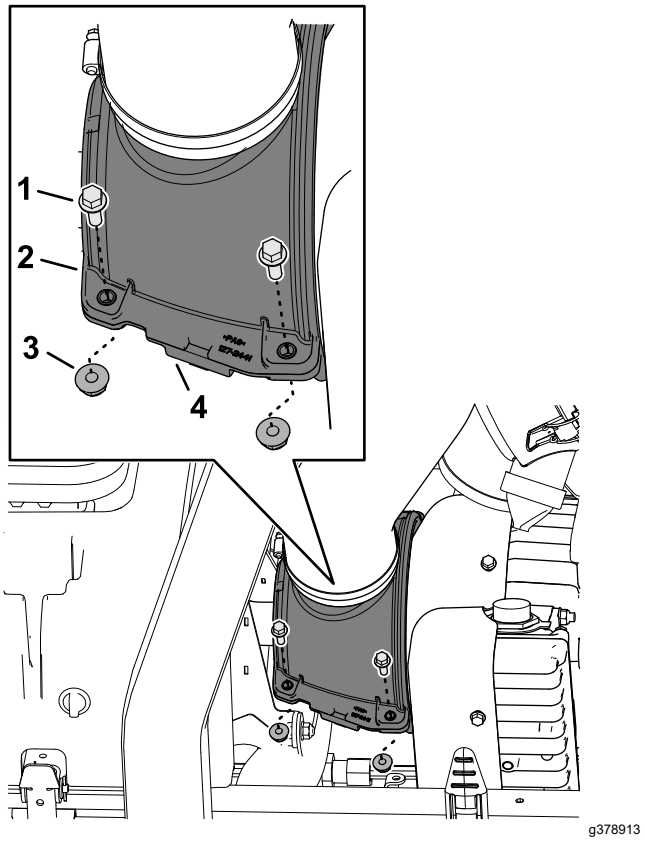

**Figuur 68**
3. Bevestig de helften van de koelschermen van de generator en de compressie-begrenzerpennen; gebruik hierbij de 4 flenskopschroeven en 4 flensborgmoeren (Figuur 68).